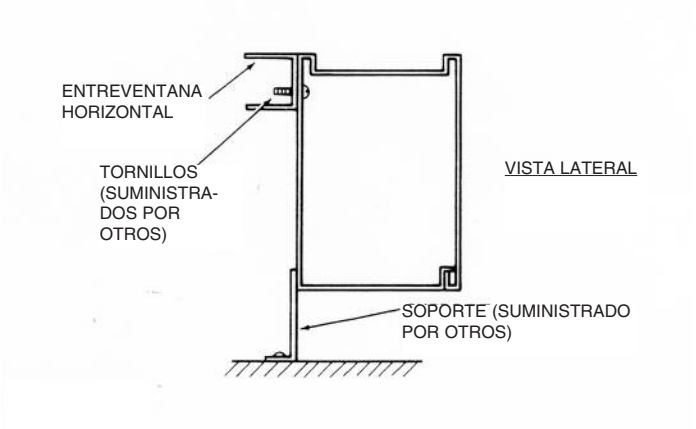

Figura 7
2. En la instalación en entreventana horizontal, instale los soportes según se muestra en la Figura 7.